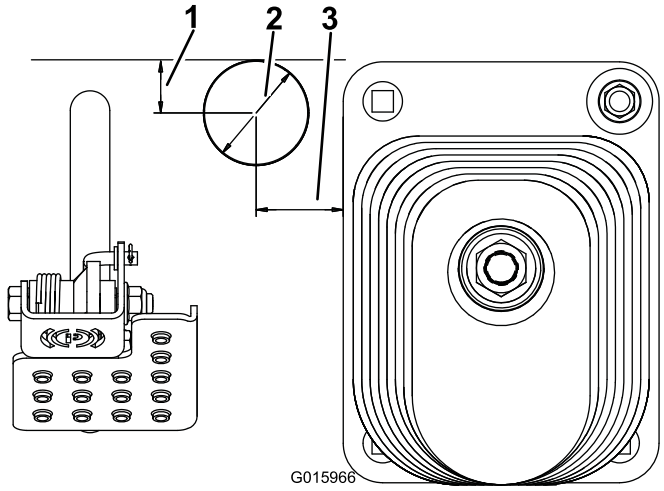

Figura 4
2. Usando las dimensiones indicadas en Figura 4, localice, marque y perfore un agujero de 2 pulgadas (51 mm) de diámetro en la chapa de suelo.